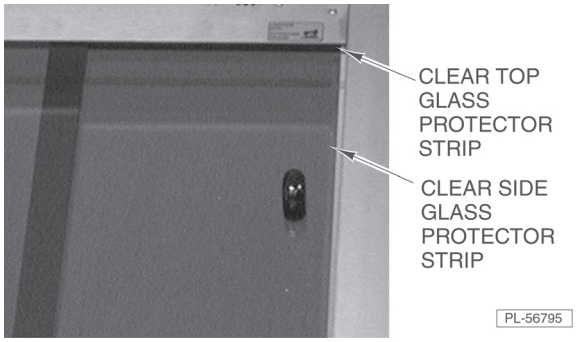

Fig. 19
- Install clear glass protector strips onto each sliding glass door (Fig. 19), (all models).